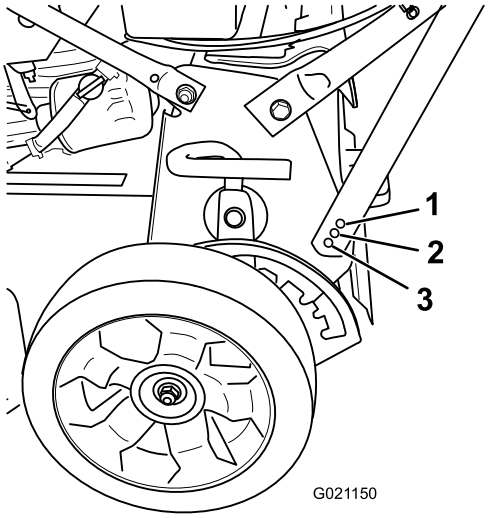

Figur 6
2. Fjern håndtagets bolt, og sæt den ind i 1 af de 3 huller nederst på håndtagsbeslaget (Figur 6).